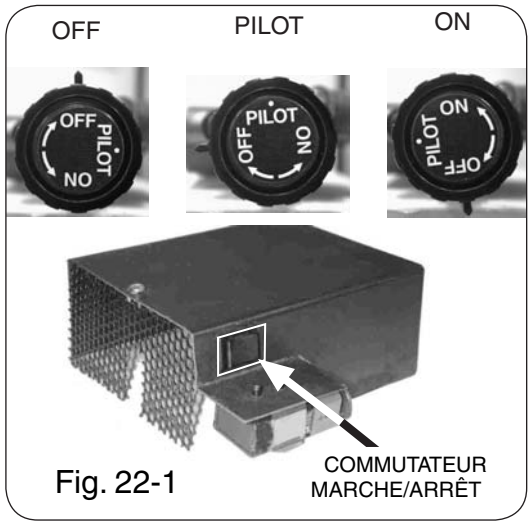

Fig. 22-1
1. Tournez le bouton de commande de brûleur (Fig. 22-1) de la soupape de commande de brûleur du côté de la casserole de brûleur dans le sens contraire des aiguilles d'une montre de sorte que le texte sur le dessus du bouton change d'**OFF** en le **PILOT** (seulement le gaz pilote coulera quand le bouton est enfoncé).
Si vous ne projetez pas sur utiliser votre brûleur à casserole pendant une période prolongée vous pouvez choisir de vous éteindre le pilote. Pour faire ceci, tournez le bouton de commande de brûleur jusqu à la position de **OFF** (Fig. 22-1).